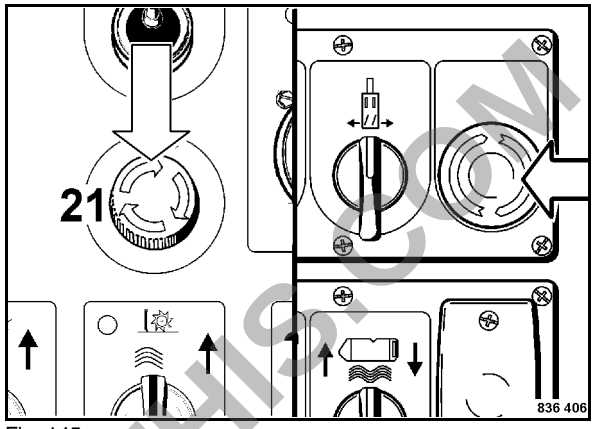

Fig. 145
- In events of emergency operate one of the emergency stop push buttons (Fig. 145) on the control panel of the operator's stand or on the side of the machine.